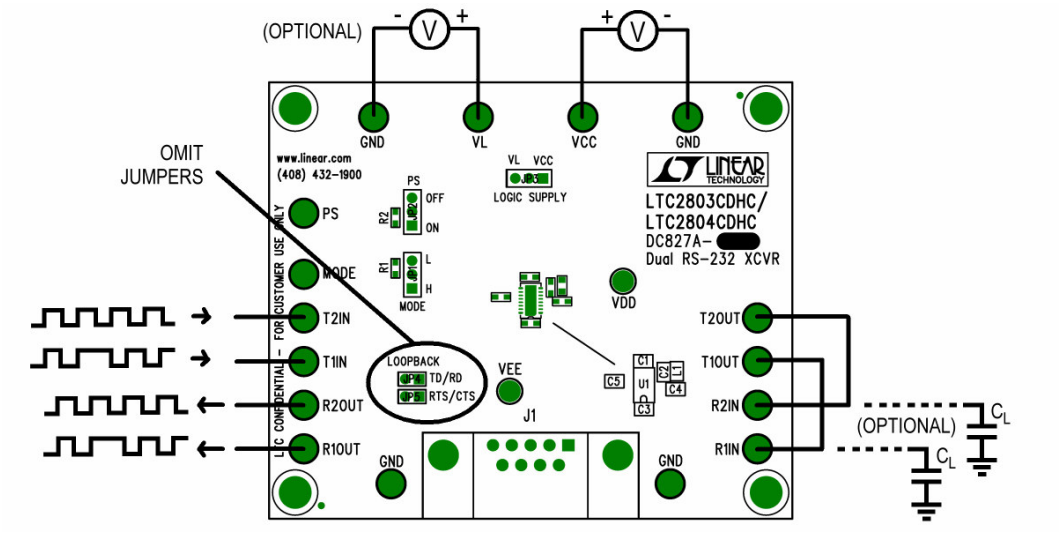
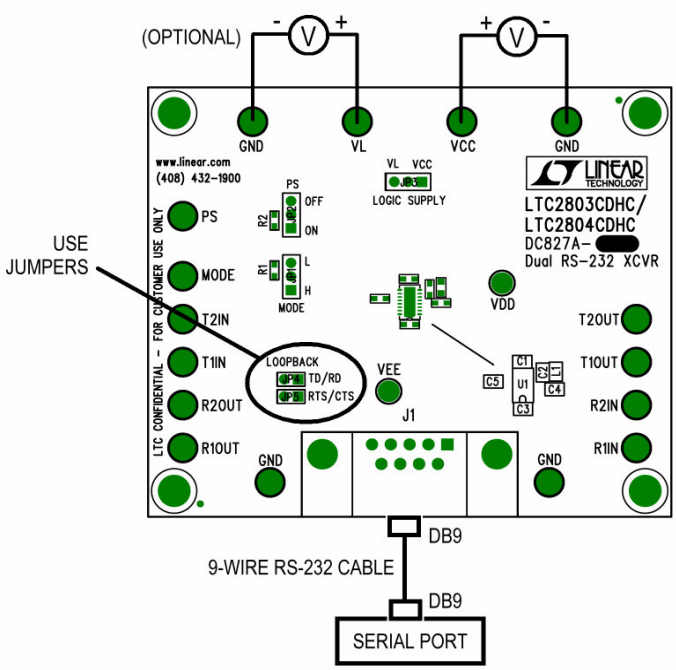

Figure 1. Setup for Transmitter Loopback Mode
Figure 2. Setup for Receiver Loopback Mode
Demonstration circuit 827 is easy to set up for evaluating the LTC2803 and LTC2804. Refer to Figure 1 or Figure 2 for proper setup and follow the procedure below:
4. For transmitter loopback mode (Figure 1), connect each driver output to a receiver input. Connect input sources to the driver inputs. (Make sure that input voltages don't exceed 7V.) Omit Loopback jumpers **JP4** and **JP5** for this mode.
5. Alternatively, to operate the part in receiver loopback mode (Figure 2), connect a 9-wire RS-232 cable between DB9 connector J1 and the serial port of a computer. Place jumpers in the two LOOPBACK positions: